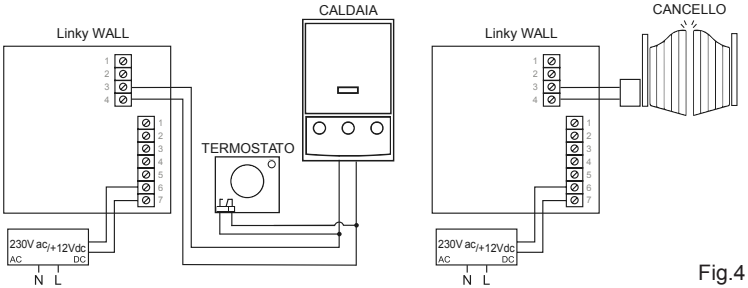
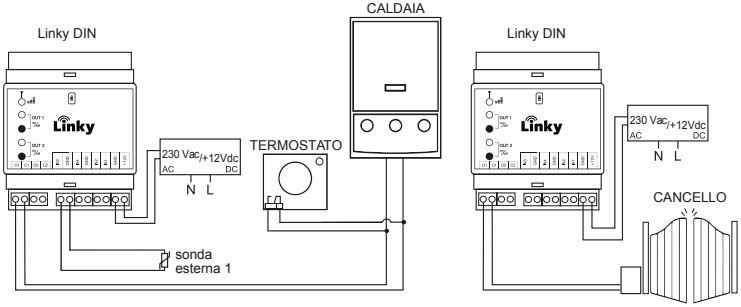

Fig.4
Fig.9
4. Eseguire i collegamenti elettrici seguendo lo schema di collegamento più appropriato (Fig.4 – ed il paragrafo *Collegamenti elettrici*).
2. Eseguire i collegamenti elettrici seguendo lo schema di collegamento più appropriato (Fig.9).
Gli esempi di collegamento riportati in Fig. 4 (modello WALL) e Fig.9 (modello DIN) rappresentano la modalità classica di installazione di Linky come cronotermostato.